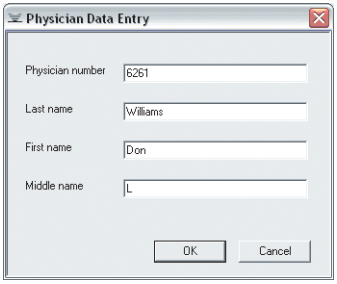

Figure 33 — Physician Data Entry
- **Physician** – Select a physician from the list. If you want to add a new physician, select **Add Physician** from the top of the list. The **Physician Data Entry** dialog box appears (Figure 33). Enter the physician's name and unique physician number. Each field must be filled out. If there is not a unique number that identifies the physician, enter their name or other identifier.